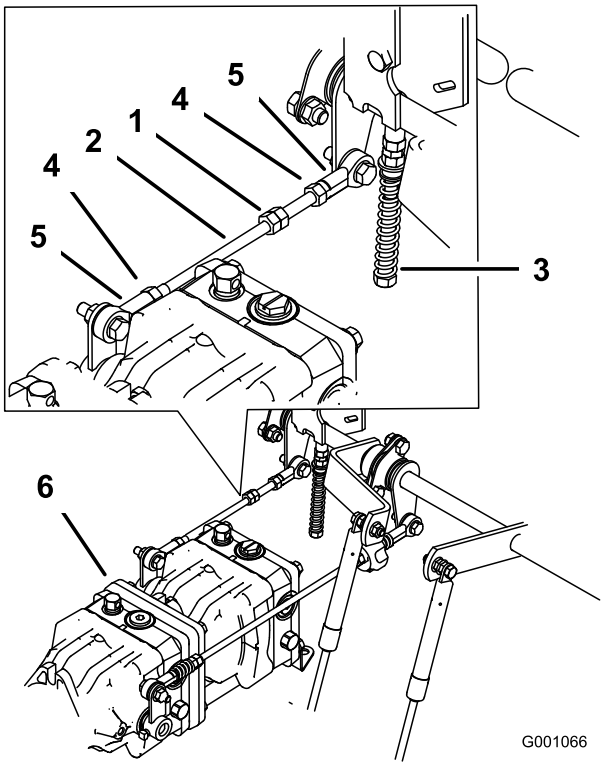

Figur 70
1. Løsne låsekontrollen ved kuleleddet på pumpens kontrollstang (Figur 70).
3. Juster lengden på pumpestangen ved å dreie dobbelmutrene på stangen i korrekt retning inntil hjulet ikke beveger seg eller kryper noe i revers (Figur 70).
6. Stram til låsemutrene ved kuleleddene (Figur 70).